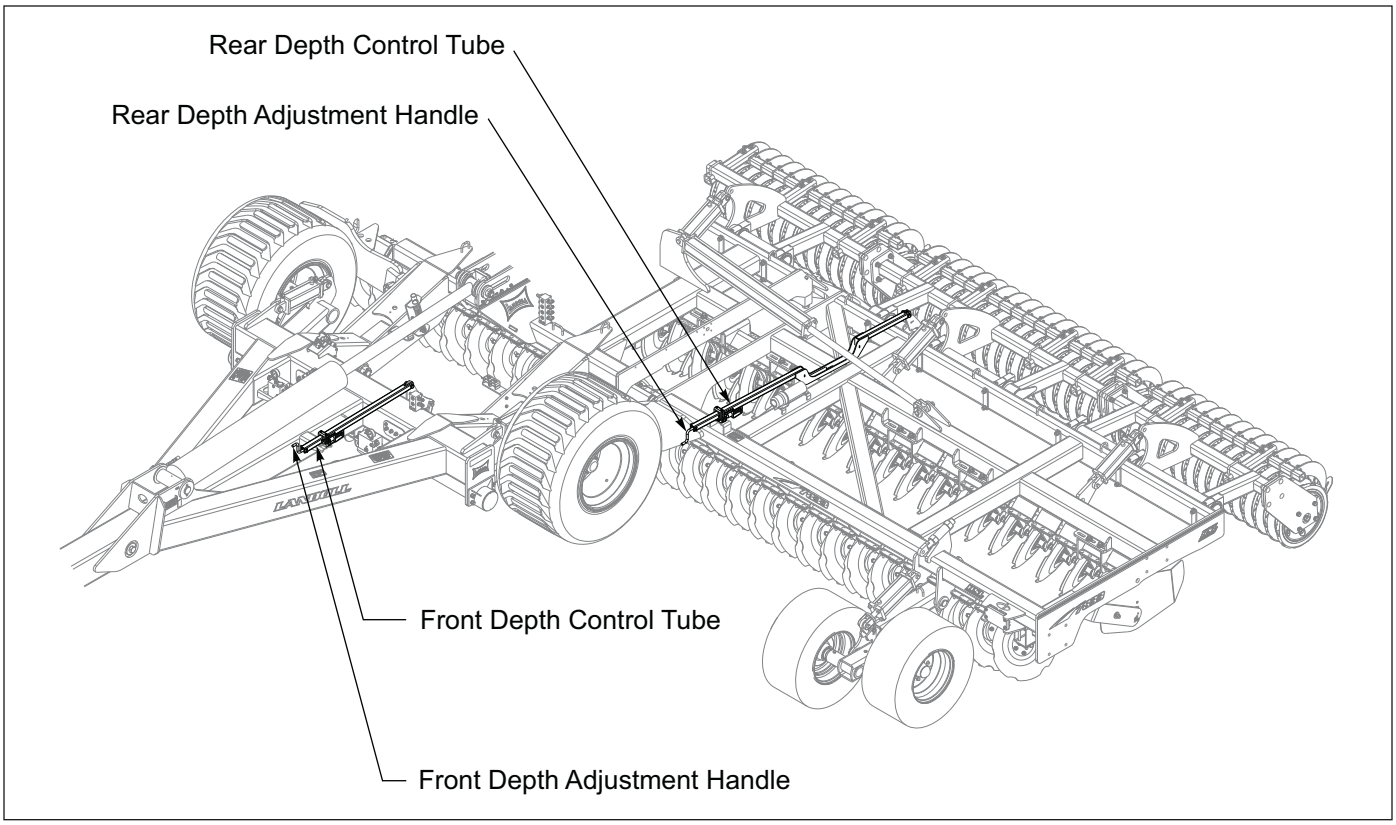

Figure 4-6: Operating Depths and Adjustments for Conventionally Operated HSL
The conventionally operated HSL has two (2) single point depth controls, one for the front row of disc units and one for the rear row of disc units. ***See Figure 4-6***